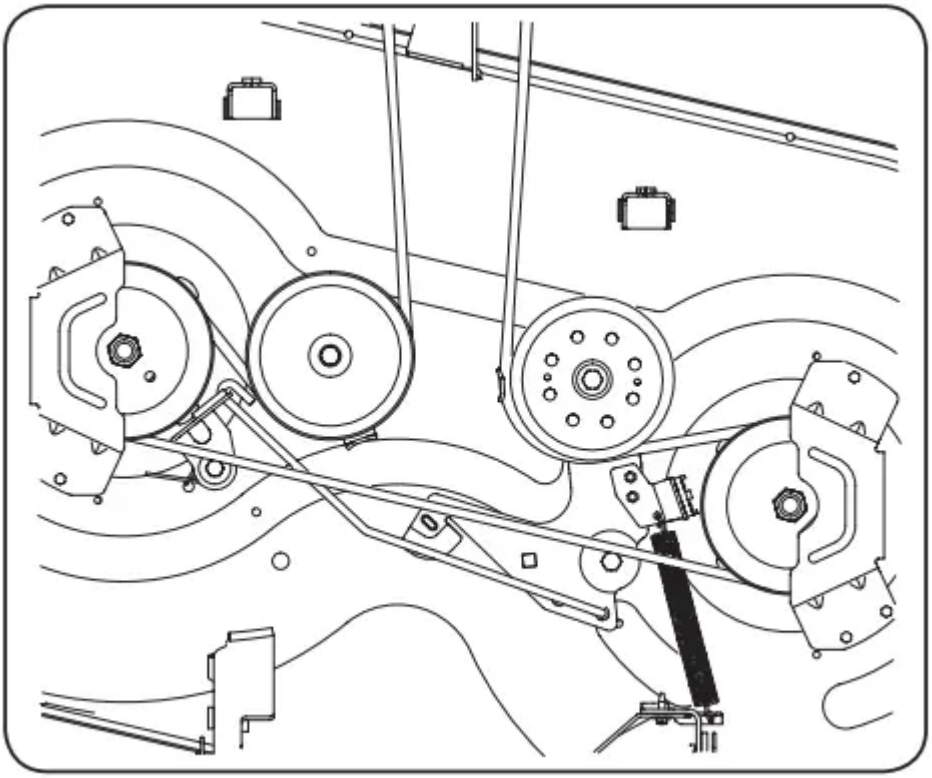
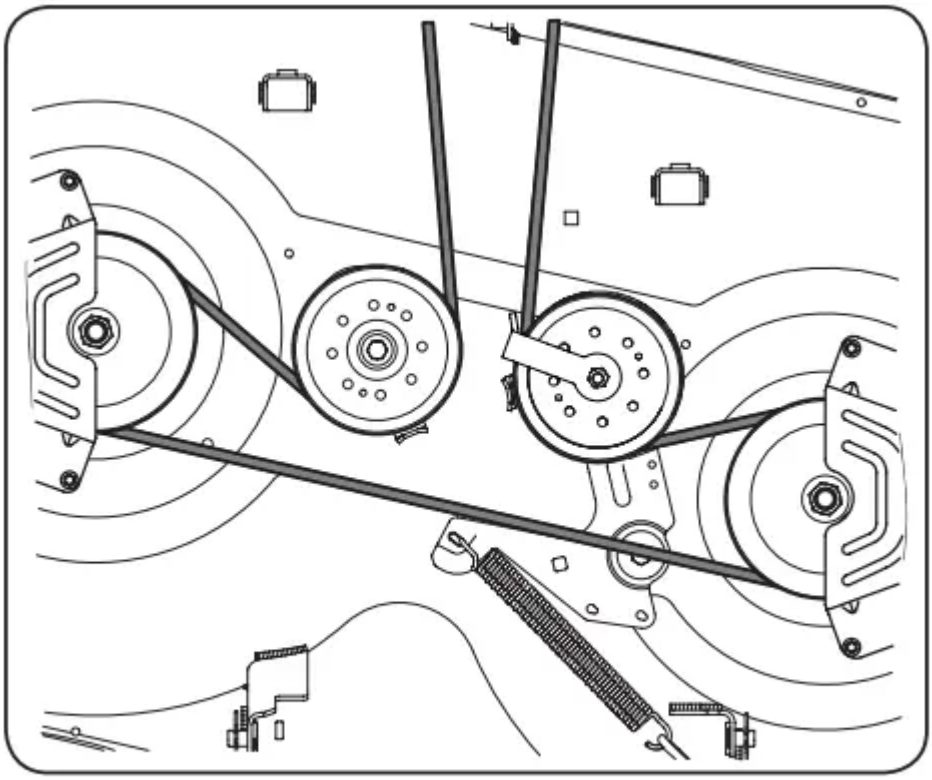
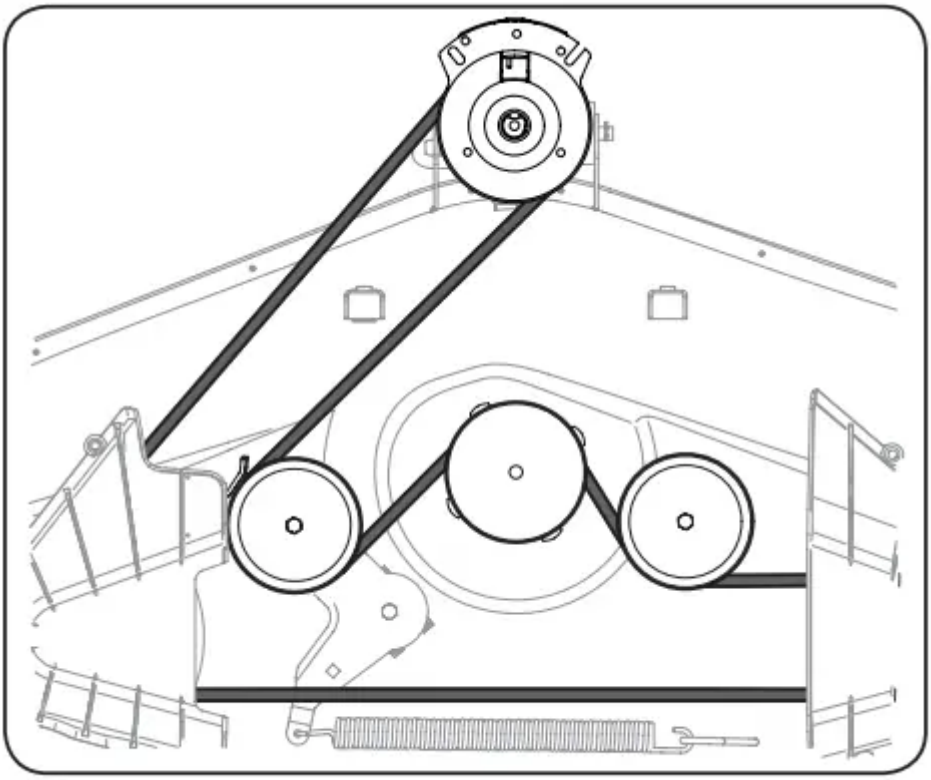

Figure 36
Figure 37
Figure 38
4. Route the new belt as shown in Figure 36 for 42” Decks, Figure 37 for 46” Decks and Figure 38 for 50” and 54” Decks.